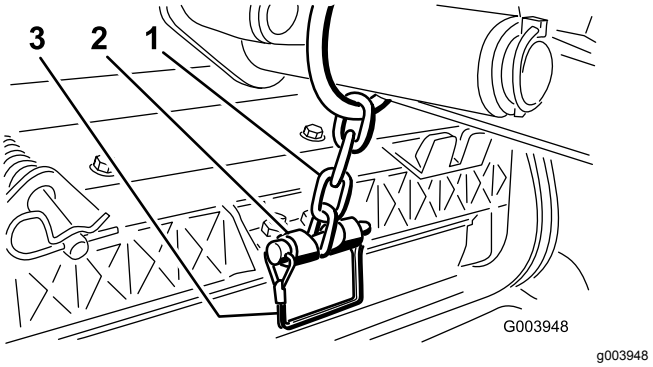

**Figur 13**
12. Fastgør løftearmskæden til kædebeslaget med låsestiften (Figur 13).